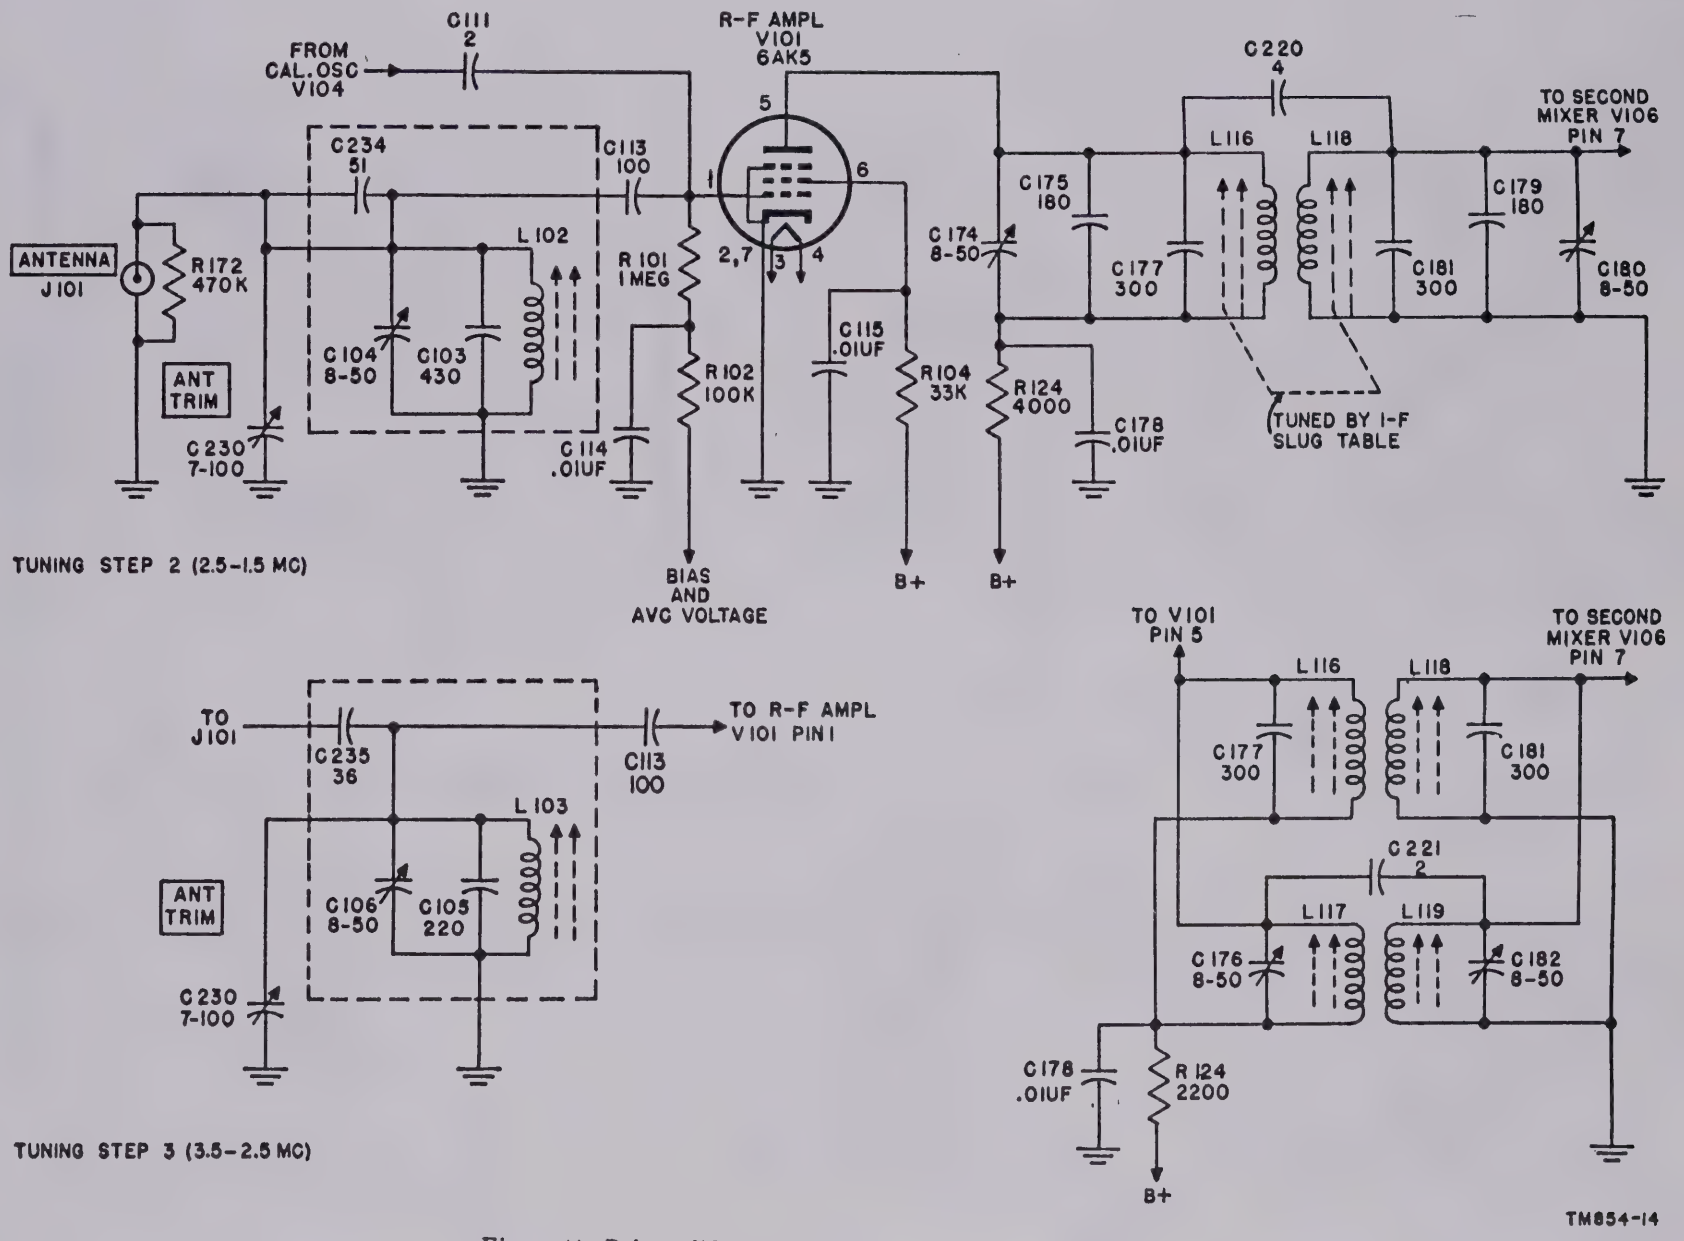

Figure 14. R-f amplifier, tuning steps 2 and 3, schematic diagram.
b. Tuning Step 2. Figures 14 and 42 show the circuit components of the r-f amplifier when tuned to step 2 (2.5 to 1.5 mc). The function of the grid circuit is essentially the same as that for tuning step 1, with the exception that antenna coupling capacitor C234 is cut into the circuit by switch S102 (fig. 42) while switch S103 (fig. 42) cuts in the grid tank composed of capacitors C104 and C103 and inductor L102 (par. 55). The plate circuit is tuned by permeability-tuned inductor L116, band-setting trimmers C175 and C177; alinement trimmer C174 provides the vernier tuning of the tank. Capacitor C220 provides the interstage coupling. Permeability-tuned inductor L118 in conjunction with band-setting trimmers C181, C179, and alinement trimmer C180 forms the tuned grid circuit for the second mixer, V106.
c. Tuning Step 3. The r-f amplifier functions in the same manner for tuning step 3 (3.5 to 2.5 mc) as explained for tuning step 2 with the exception of the change in tuning components for the grid and plate circuit (fig. 14). In tuning step 3, as with all the odd-numbered tuning steps, permeability-tuned inductors L116 and L118 are shunted with trimmer inductors L117 and L119 to lower the tuned frequency. Refer to paragraph 55 for band-switch information.